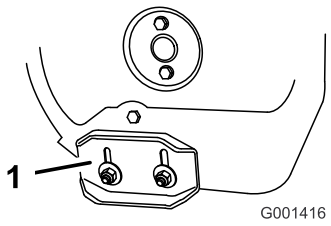

Figur 43
3. Løsne de fire mutrene som holder begge støtteplatene til spiralbladets sider, helt til støtteplatene lett kan skyves opp og ned (Figur 43).